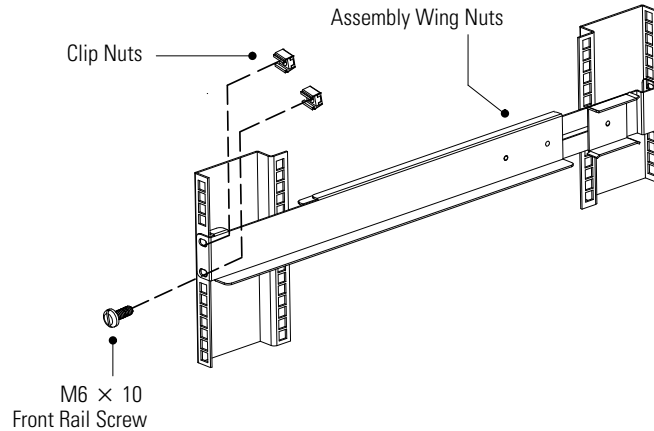

**Figure 9. Securing the Front Rail**
7. Secure the bottom hole of the rail to the front of the rack with one M6 × 10 screw and clip nut (see Figure 9).